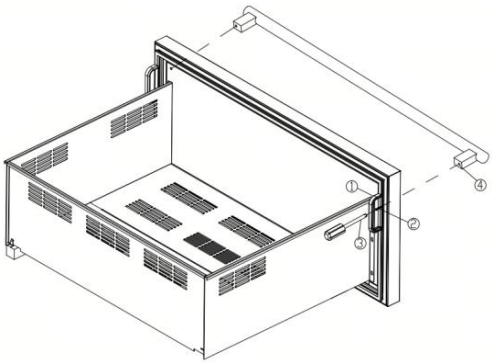

Figura 2
2) Allineare la maniglia con il preinstallato viti sul telaio della porta . Stringere le viti con un cacciavite finché le maniglie non si fissano saldamente al telaio della porta , come illustrato nella Figura 2. (NON stringere eccessivamente poiché ciò causerà danni al manico assemblaggio).